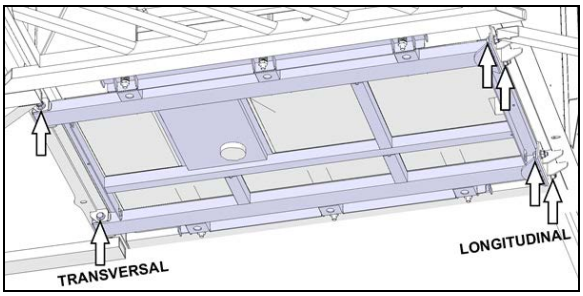

FIGURE 22: EMPLACEMENTS DES POINTS DE FIXATION
3. Faire une inspection des boulons de fixation du support du réservoir aux 6 endroits identifiés (Figure 22).